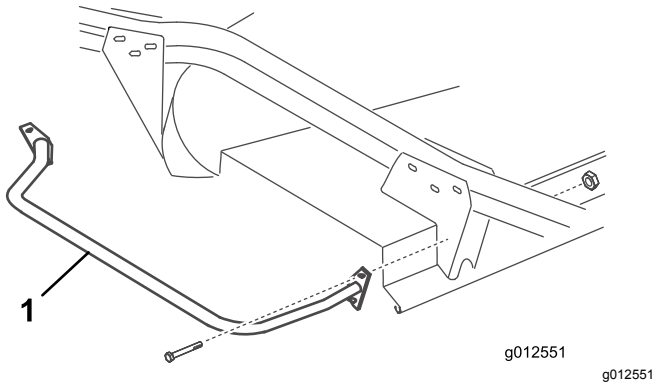

Figuur 23
2. Bevestig het bovenste montagegat van de voorste montageplaat van de bumper aan de beugel van de zwenkarm; gebruik hiervoor een bout (5/16-18 x 3") en een borgmoer (Figuur 23).